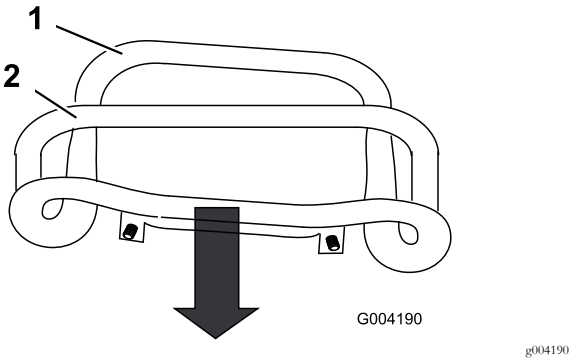

Figuur 54
3. Trek de tractiebediening recht naar achteren zodat de voorzijde ervan contact maakt met de referentieballk (Figuur 54).